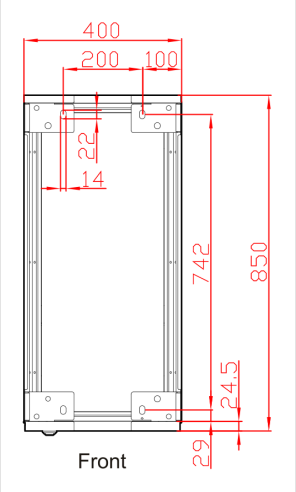
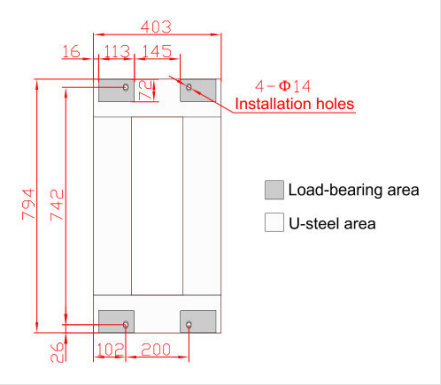

FIGURE 3-14 Combiner fixing holes, mm
FIGURE 3-15 Combiner on U-channel steel, mm
2. Drill 4 holes of 14 mm at its fixing holes (Figure 3-14); on a U-channel base, as in Figure 3-15.